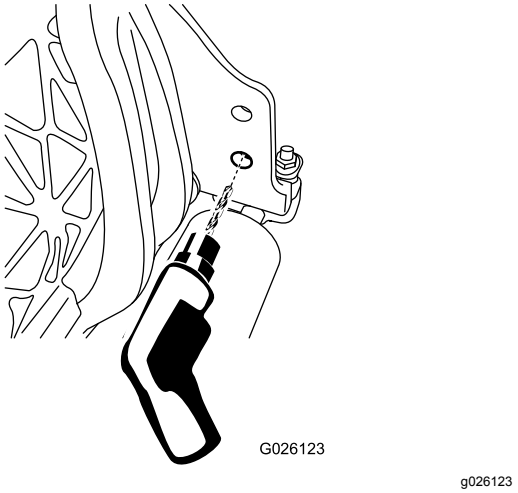

**Figur 14**
1. Gör det nedre hålet på klippenhetens högra sida större med hjälp av ett 9 mm-borrskär (Figur 14).